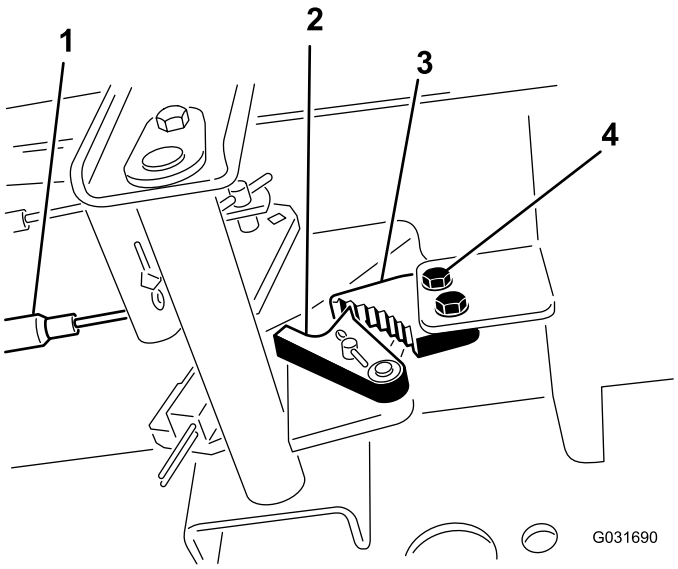

Figur 55
1. Lossa de två skruvar som håller fast parkeringsbromsens spärrhake på ramen (Figur 55).
2. Tryck parkeringsbromspedalen framåt tills bromsspärren griper in helt i parkeringsbromsens spärrhake (Figur 55).